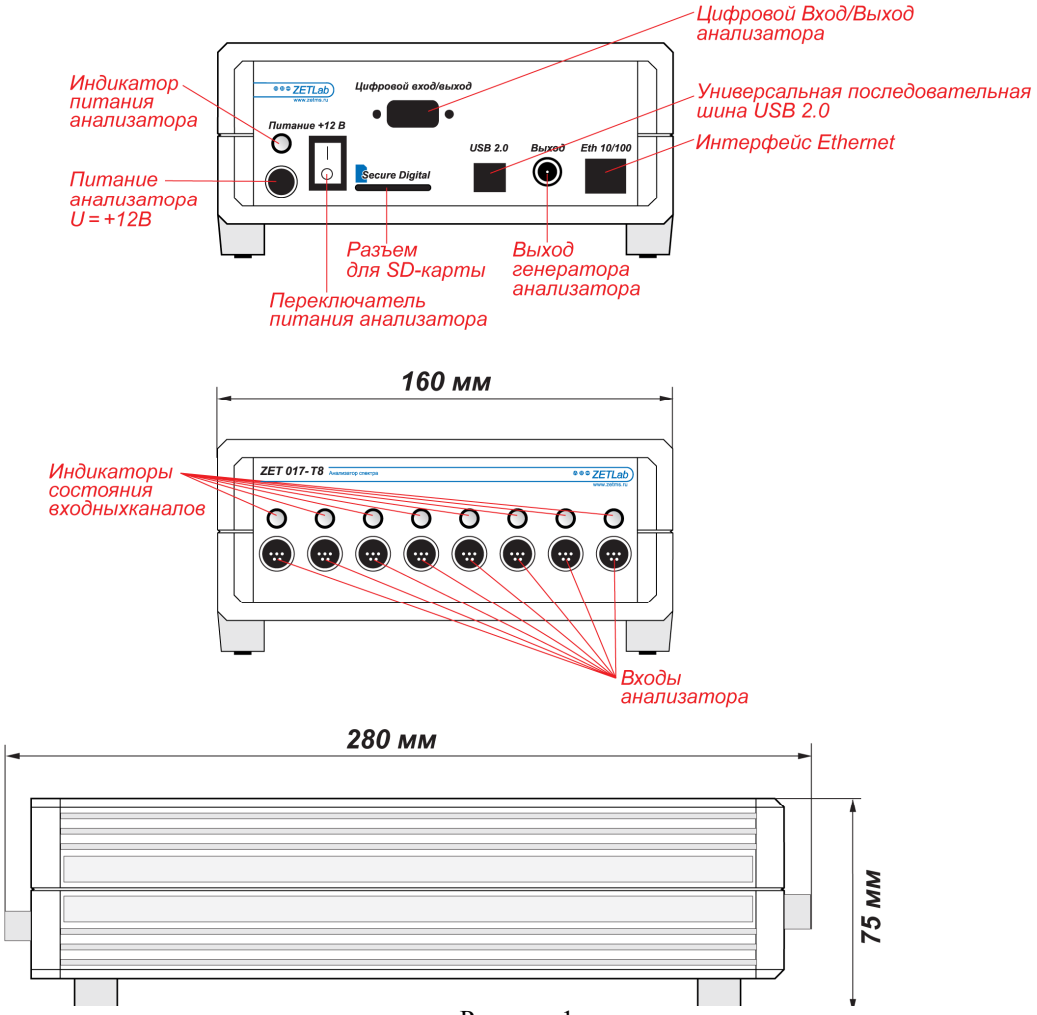
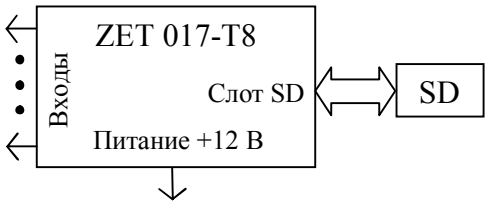

Рисунок 1
Рисунок 5
- Подключение анализатора при работе в автономном режиме (рисунок 5). Описание работы и настройка анализатора в данном режиме описаны в соответствующем разделе «Руководство оператора. Часть 2», программа «АВТОНОМНЫЙ РЕГИСТРАТОР». При работе в данном режиме необходимо установить карту памяти SecureDigital (SD) в слот, расположенный на задней панели анализатора (рисунок 1).